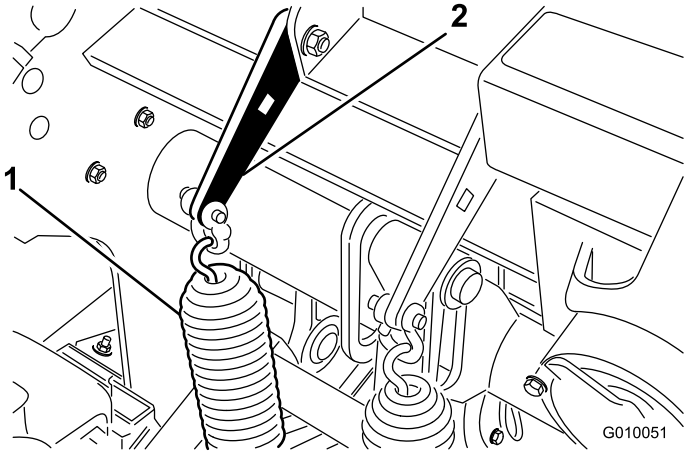

**Figur 37**
1. Løsne mutterne på låseskruene som fester fjærbrakettene til luftehodet (Figur 37). Må ikke fjernes.